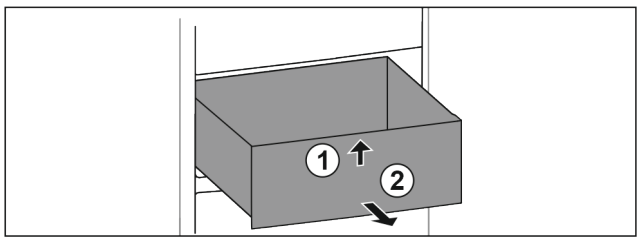

Fig. 16
▶ Vorne anheben *Fig. 16 (1)*.
▶ Nach vorne entnehmen *Fig. 16 (2)*.